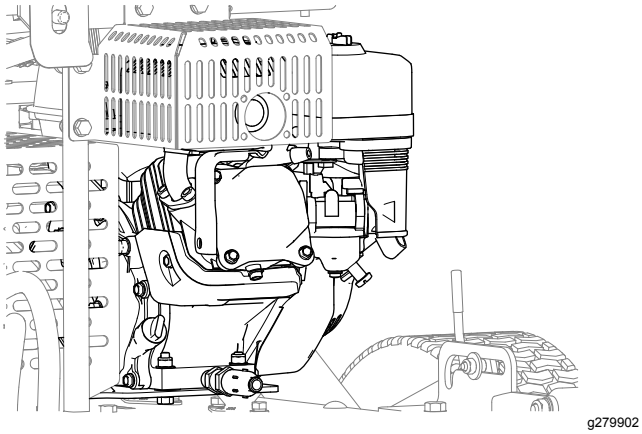

Rysunek 41
4. Usuń ziemię i zanieczyszczenia z silnika i żeber chłodzących silnika (Rysunek 41).